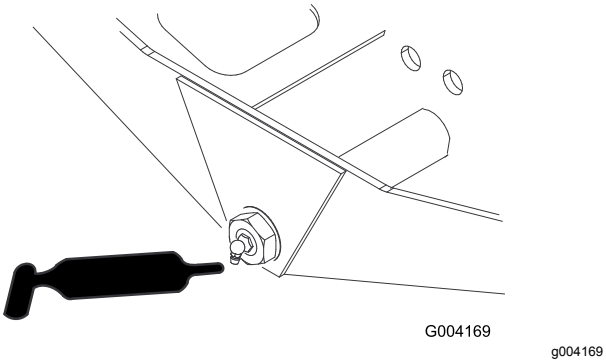

Figur 43
- Akselstyretap (1) (Figur 43)